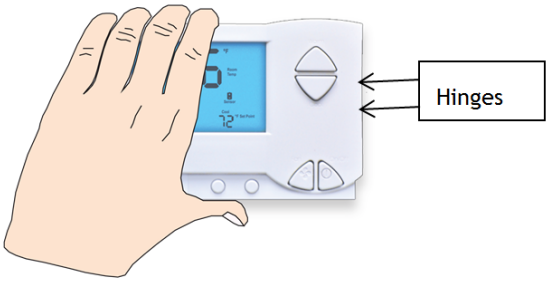

Figure 9: Line Up Hinges on Right
2. Line up the hinges on the thermostat to the notches on the backplate. See Figure 9